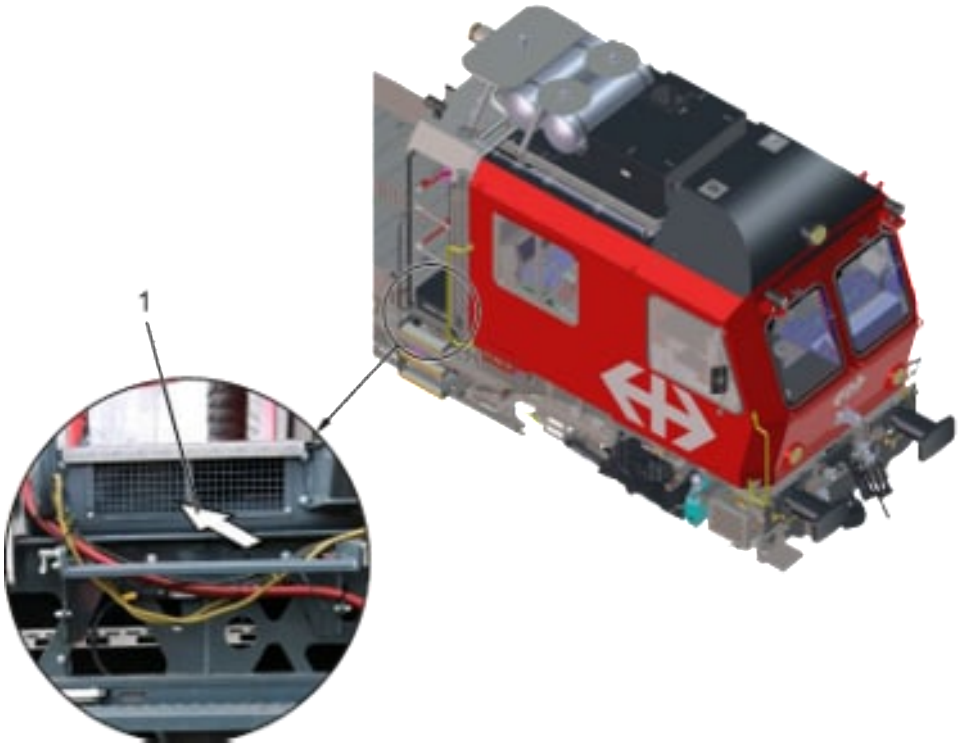

Fig. 19: Ingresso aria di combustione (M2)
L'aria di combustione del motore M2 viene aspirata attraverso una presa disposta in basso a destra, nel senso di marcia 1, sulla fiancata in corrispondenza delle scalette, cfr. Fig. 19 (1).